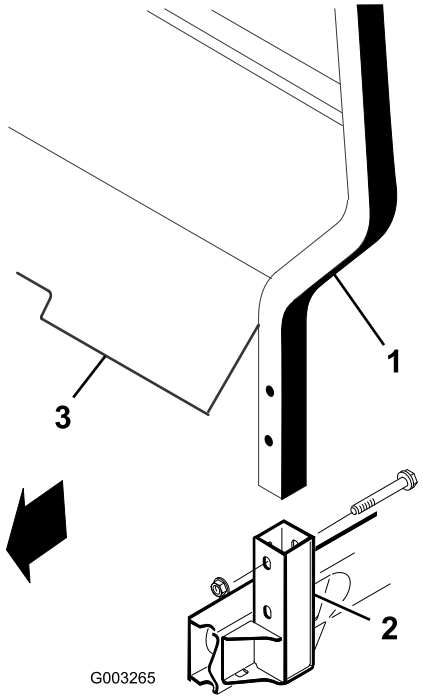

Figura 8
1. Introduzca cada lado del ROPS en el soporte de montaje a cada lado del bastidor del vehículo, posicionando el ROPS según se muestra en Figura 8.